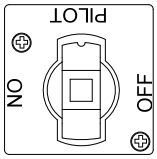
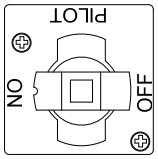

Figure 1
Figure 2
2. Faites tourner le bouton du robinet de gaz sur la position PILOT (consulter la Figure 1).
4. Après avoir allumé la veilleuse, appuyez sur le bouton et tournez-le lentement à la position ON (marche) (consulter la Figure 2 page 3-1).
Pour un arrêt de courte durée durant votre journée de travail, faites tourner le bouton du robinet de gaz dans le sens des aiguilles d'une montre en position PILOT (consulter la Figure 1 en page 3-1) et placez les couvercles des cuves en place (si la friteuse en est équipée).
Après avoir arrêté les friteuses, faites tourner le bouton du robinet de gaz en position PILOT (consulter la Figure 1 en page 3-1). Appuyez sur le bouton du robinet de gaz et faites-le tourner légèrement dans le sens des aiguilles d'une montre. Relâchez le bouton et continuez de le faire tourner dans le sens des aiguilles d'une montre jusqu'à la position OFF (consulter la Figure 2 en page 3-1). Mettez les couvercles sur les cuves en place (si la friteuse en est équipée).